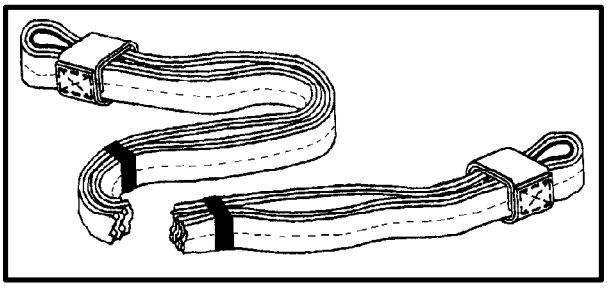

*Figure 6-30. Two-Loop, Type XXVI Multi-loop Line*
**b. Type XXVI Nylon Multi-loop Lines.** The Type XXVI nylon multi-loop lines are available in 3-, 9-, 11, 12-, 16-, and 20-foot lengths (Figure 6-30). Each multi-loop line is constructed of two or four concentric loops. Three- or six-loop 60-foot and two- or six-loop 120-foot Type XXVI nylon multi-loop lines are also available. See Appendix B for NSN information.